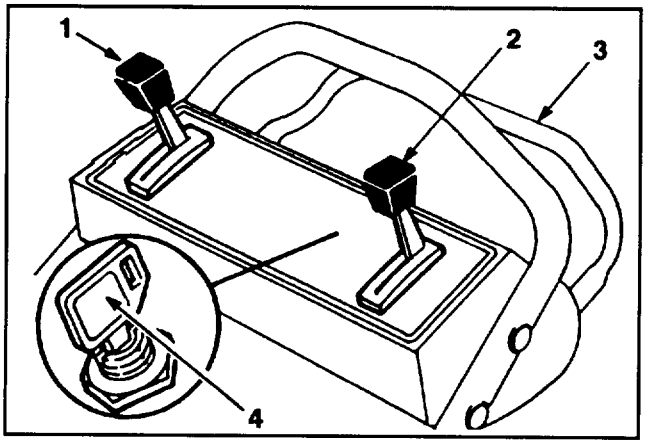
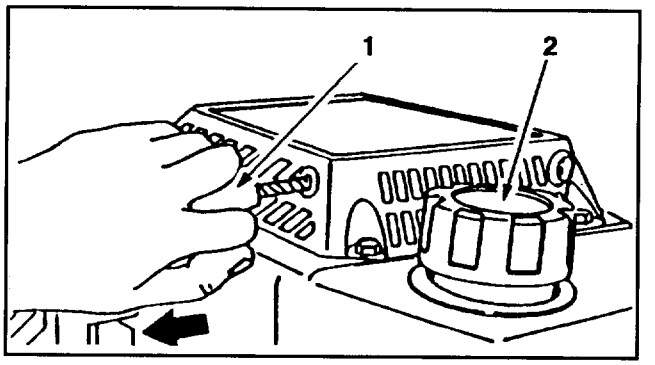

Abbildung 9
Abbildung 10
1. Rund um den Kraftstofftankverschluß reinigen und die Kappe vom Tank entfernen (Abb. 10). Bei bleifreiem Benzin den Kraftstofftank bis 6-13 mm unter den Einfüllstutzen füllen.
STEURVORRICHTUNG—Startschlüssel (Elektrostart-Modell), Gashebel, Geschwindigkeitshebel und Antriebshebel befinden sich am oberen Griff (Abb. 9). Seilstarter befindet sich am Motoroberteil (Abb. 10).
2. Geschwindigkeitskontrolle auf "N" stellen (Abb. 9).
3. STARTEN MIT E-START – Den Gashebel auf CHOKE stellen (Abb. 9). Den Schlüssel auf START drehen (Abb. 9) und loslassen sobald der Motor läuft. Den Gashebel auf SCHNELL 🐇 stellen oder die gewünschte Geschwindigkeit einstellen. Ist die Batterie entladen, kann der Motor mit dem Seilstarter gestartet werden (Abb. 10).
6. STOPPEN (Abb. 9) – Zum Stoppen des Fahrbetriebs den Antriebshebel loslassen. Bei Selbstantriebsmodellen den Geschwindigkeithebel auf "N" stellen. Zum Stoppen des Motors den Gashebel auf OFF (AUS) stellen. Schlüssel aus dem Schalter entfernen (Startschlüssel-Modell) bzw. Draht von Zündkerze ziehen, wenn der Mäher unbeaufsichtigt oder nicht in Gebrauch ist.